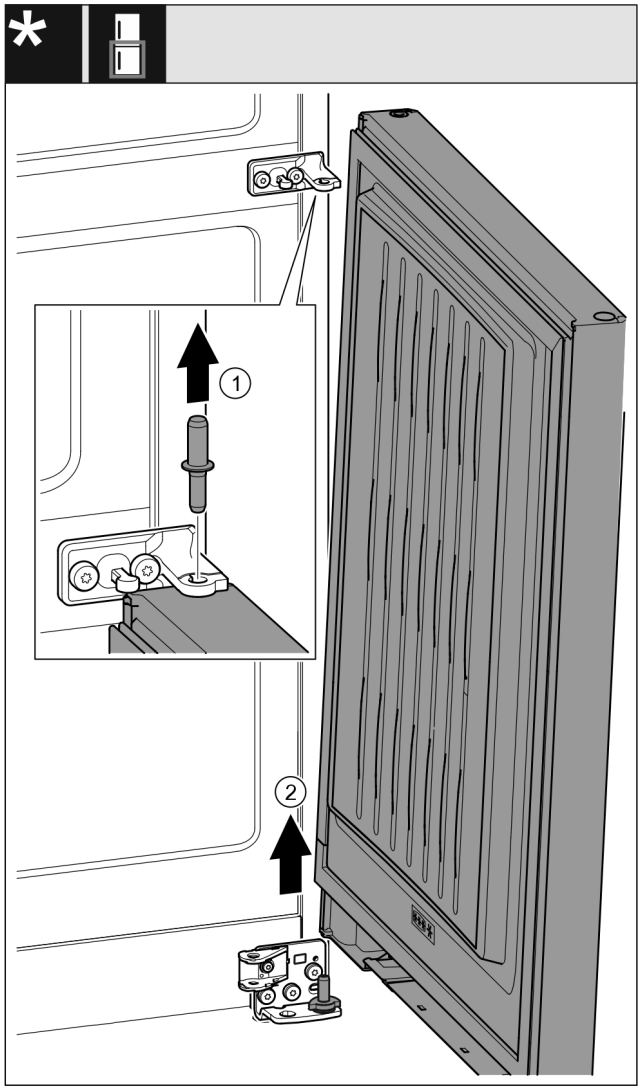

Fig. 22 Ar durvju amortizatoru*
▶ Izvelciet ārā tapu *Fig. 22 (1)* uz augšu.*
▶ Atvirziet durvis *Fig. 22 (2)*, pavelciet uz augšu un novietojiet malā.*